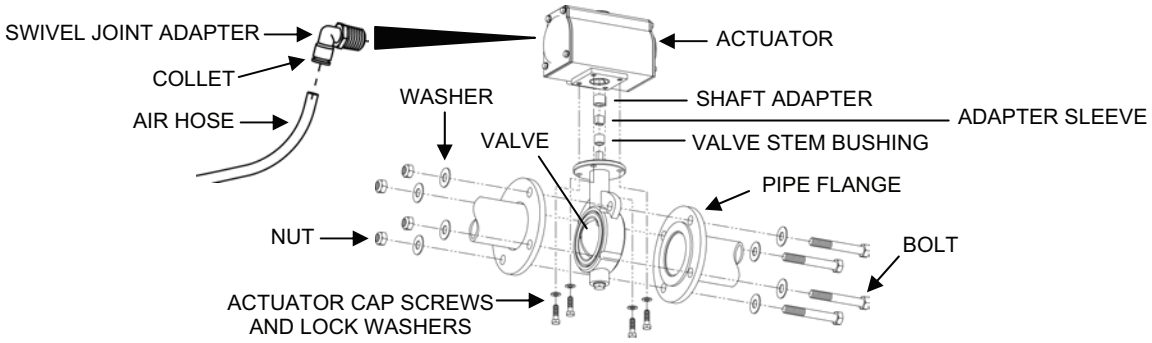

Figure 7. Butterfly Valve Replacement.
Replace any of the butterfly valves listed below as follows (see Figure 7):
e. If the shaft adapter and adapter sleeve fell out of or were removed from the actuator, insert the shaft adapter into the actuator drive bore. Set the key of the shaft adapter into the actuator bore keyway so that when the valve is assembled onto the actuator, the valve body will be aligned with the actuator as shown in Figure 7.
i. Make sure the valve body is aligned with the actuator as shown in Figure 7. If it is not, remove the valve and the shaft adapter / adapter sleeve. Reinsert the shaft adapter into the actuator bore with the adapter key fitted into the other keyway in the bore. Then insert the shaft adapter sleeve and the valve stem.